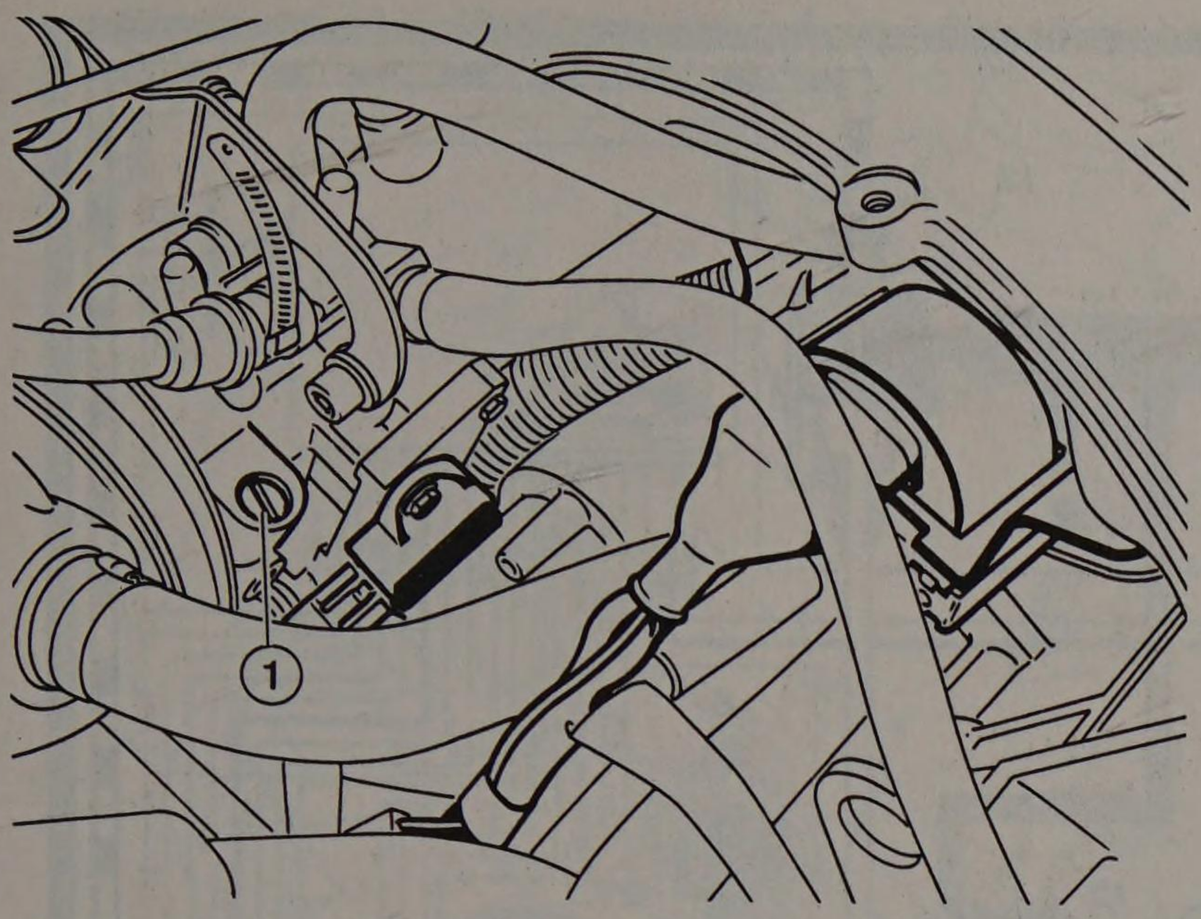

Fig. 13.22 Idle speed adjustment screw (1) – Motronic MP3.1 system (Sec 7C)
7 Turn the idle speed adjustment screw (1) in Fig. 13.22, to obtain the specified idle speed (see Specifications).